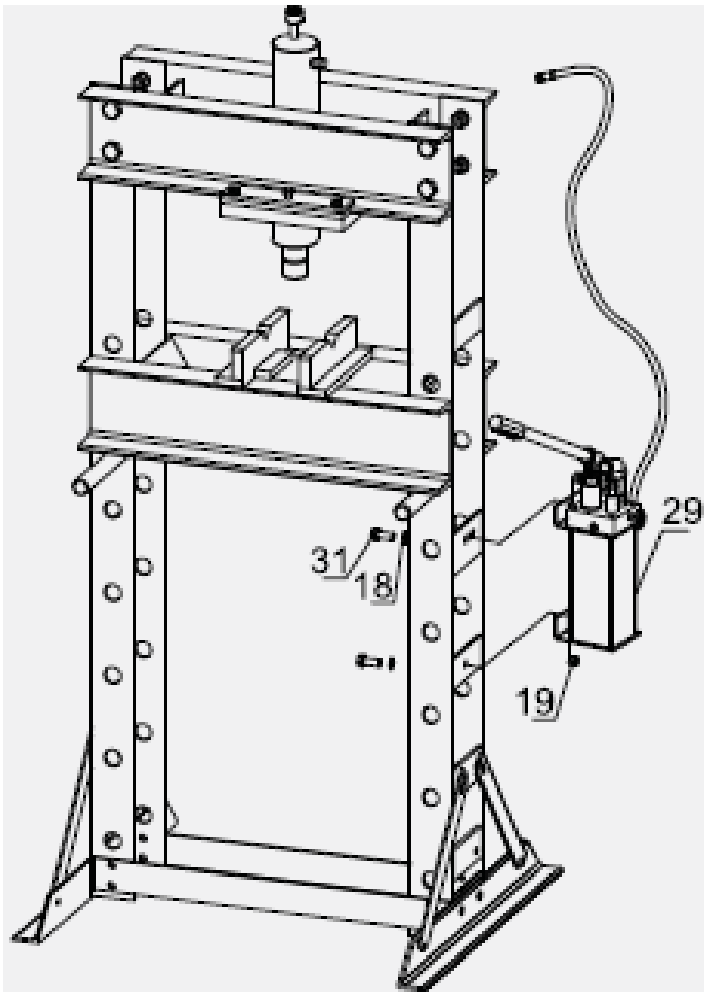

Рис. 5
6. Подсоедините насос (29) к раме с помощью болтов (31) и шайб (18). См. рисунок 5.